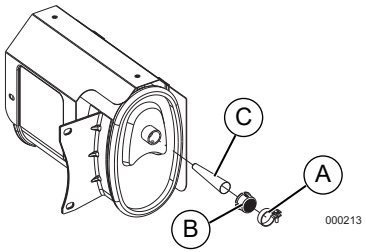

Figure 4-5. Écran du pare-étincelles
1. Desserrez le collier de fixation (A) et retirez la vis. Voir ***Figure 4-5.***
2. Inspectez l'écran (B) et remplacez-le s'il est tordu, perforé ou endommagé. Si l'écran semble en bon état, nettoyez-le à l'aide d'un solvant disponible dans le commerce.
3. Remettez le cône (C) et l'écran (B) du pare-étincelles en place. Fixez-les à l'aide de la vis et du collier de fixation (A).